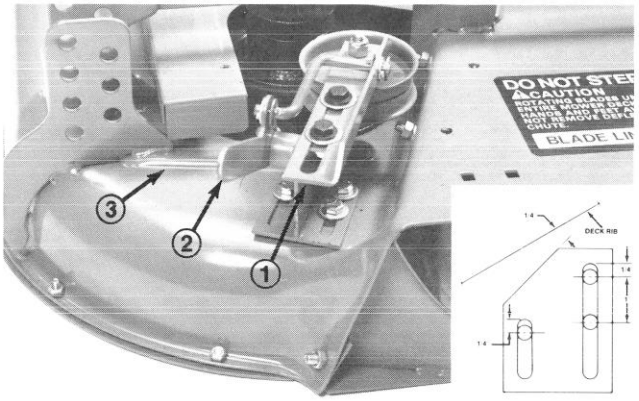

Figure 10
1. Position idler assembly on deck as shown in Fig. 10.
2. Engage idler lever (toward belt) and slide idler pulley firmly into blower belt. There should be at least 1/4" clearance between front of idler mounting bracket and raised rib in deck (Fig. 10, Inset). Mounting bracket should be positioned on flat part of deck. Make sure idler pulley clears spindle pulley and blower and idler lever clears carrier frame when in the engaged position.
3. Using dimensions shown in Fig. 10, Inset, locate and drill (3) 3/8" dia. holes in deck.
4. Disengage idler lever and mount idler assembly to deck with (3) 5/16-18 x 3/4" lg. capscrews, 5/16 washers, and locknuts. Position washer between nut and idler assembly.